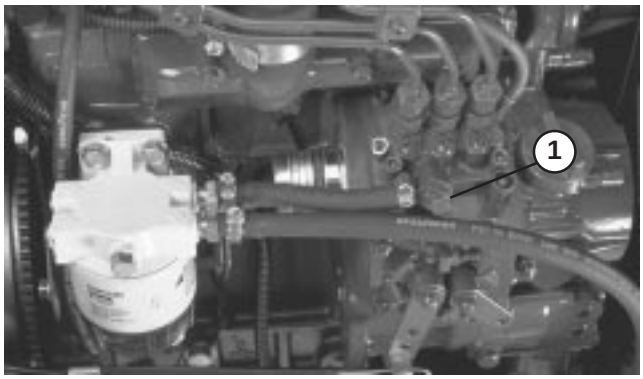

Figur 40
3. Öppna avluftarskruven på bränsleinsprutningspumpen (figur 40).